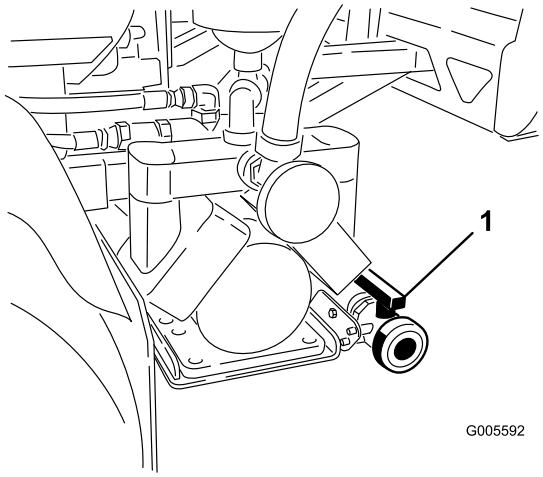

Figure 19
2. Locate the tank drain valve on the rear of the machine (Figure 19). The valve is to the rear of pump, attached to the support bracket.